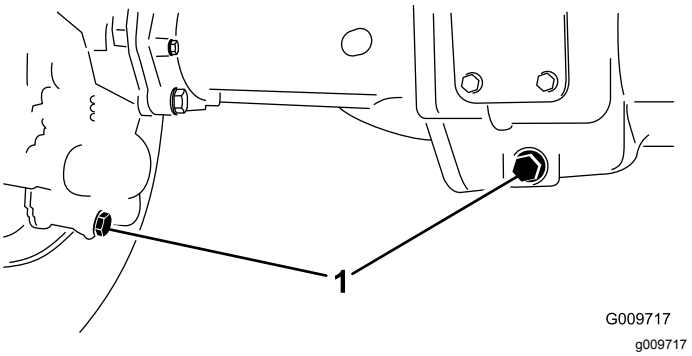

Figuur 69
2. Reinig de omgeving van de drie aftappluggen, (1) aan elke kant en (1) in het midden (Figuur 69).